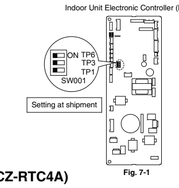

Fig. 7-1
(1) Turn off the power breaker to halt the supply of electricity to the indoor unit Electronic Controller (Main).
(2) Open the lid of the electrical component box and confirm the location where the Select switch on the indoor unit Electronic Controller (Main) is placed. (Fig. 7-1)
(3) Set the On/Off switches in the Off position which are now set in the On position.